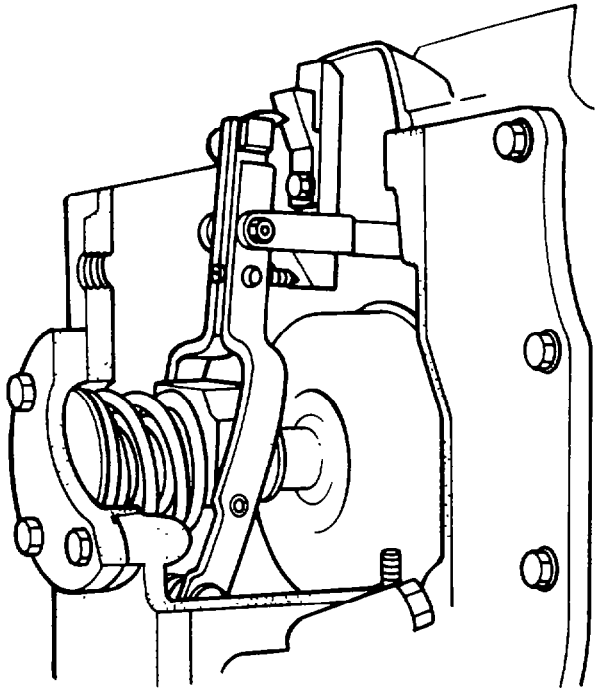

Fig. 114 — Cam Nose/Stop Plate Relationship at Full Speed RPM
a. Back out the droop screw and deactivate the stop plate assembly (move toward the pump). This is done to provide sufficient control rack (item 75) travel to adjust the pump.
c. Move the operating lever into the full load position and adjust the governor stop plate horizontally to contact the cam nose at 29.845 mm (1.175 in.) full load rack extension as shown in fig. 114.